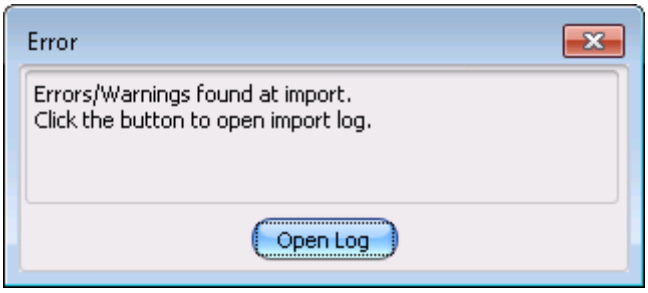

Figure 135: Error message for STEP P21-file with invalid syntax
- If the file has syntax errors and, thus, is not a valid P21-file, it will anyhow have been uploaded and will be accessible through the client. However, the message in Figure 135 will appear and will allow the user to read and retrieve the log-file of the import process: